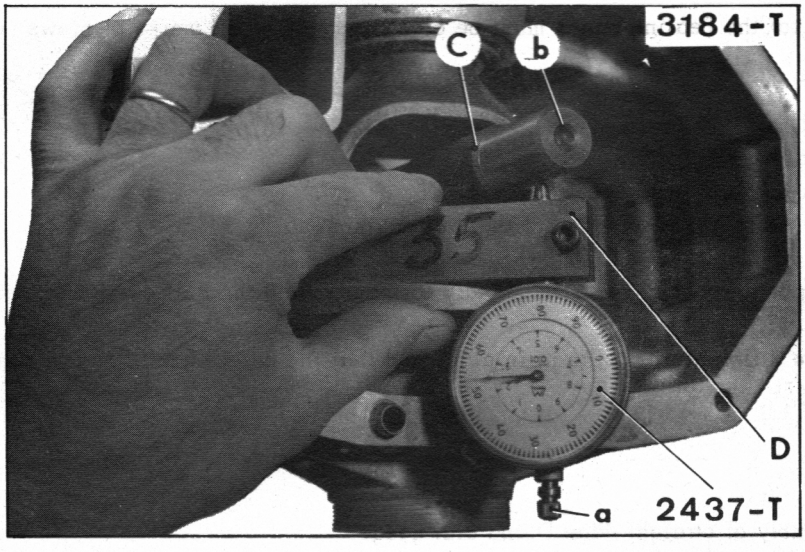

Figure 2
e) Ascertain the thickness of the shim to be placed in the left-hand half casing (see figure 2).